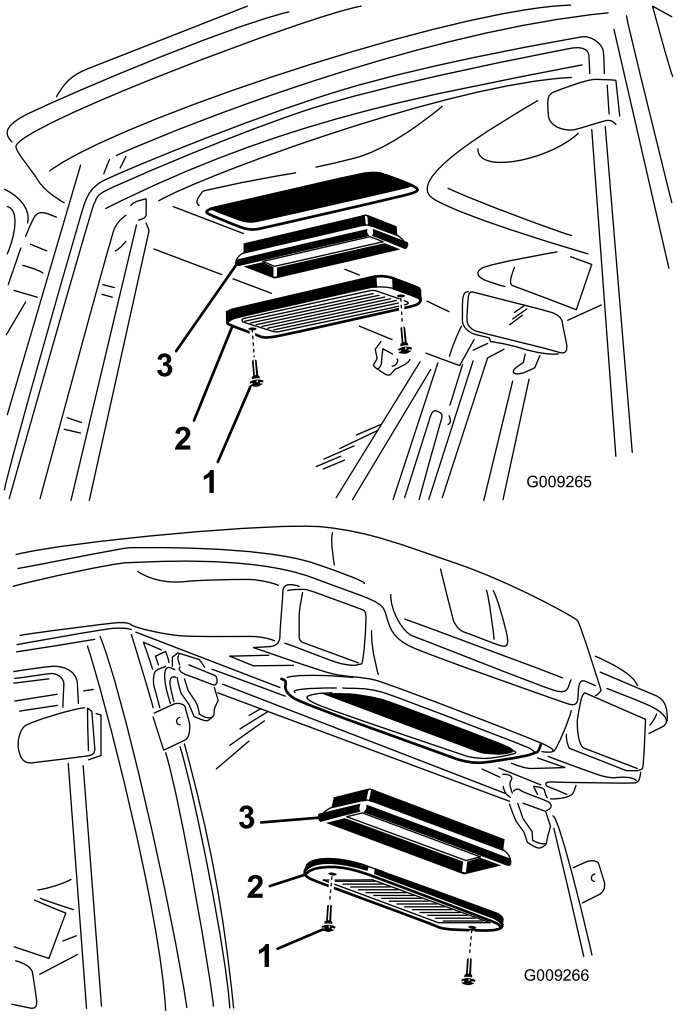

Figura 72
1. Retire los tornillos y las rejillas que cubren el filtro interior de la cabina y el filtro que está detrás de la cabina (Figura 72).